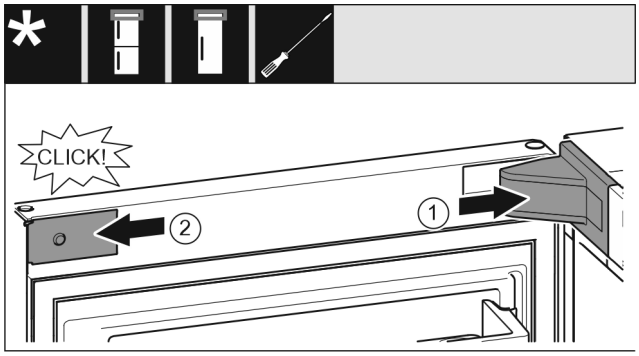

Fig. 21
▶ Put the swap bearing block cover *Fig. 21 (1)* on and engage, push apart carefully if required.
▶ Place the trim *Fig. 21 (2)* on the side and engage.